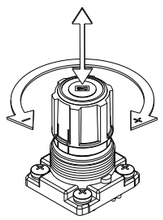

Fig. 4 Bouton du régulateur
a) Pour augmenter la pression de réglage, déverrouillez légèrement le bouton en le tirant vers le haut, puis, en le faisant pivoter dans le sens (+) de la flèche (voir Fig.4).
d) Pour diminuer la pression de réglage, après l'avoir réglée, déverrouillez le bouton puis faites tourner le bouton dans le sens (–) de la flèche. (voir Fig.4). L'air résiduel sera éliminé de la zone du bouton de réglage, grâce à la construction d'échappement du régulateur.